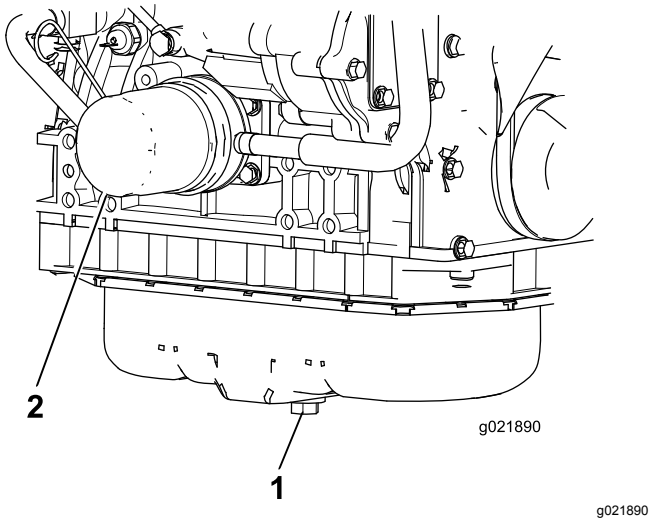

Figur 86
1. Ta bort avtappningspluggen och låt oljan rinna ner i ett avtappningskärl (Figur 86).
3. Avlägsna oljefiltret (Figur 86).